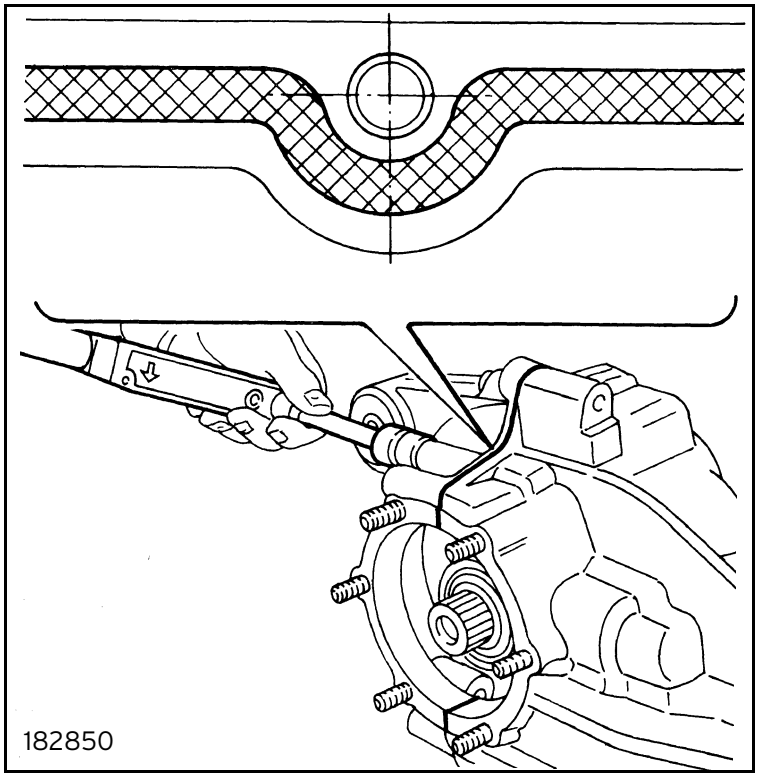

Fig. 50
- Apply Loctite 518 sealant on the union surface between box and box cover. Fit the box cover, lubricate with Molycote 1000 and fasten the nuts at the specified tightening torque (figure 50):